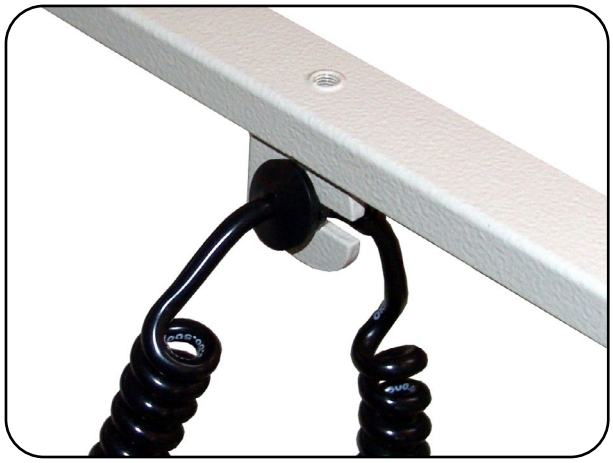

Abb. 6.2.02 - Zugentlastung in Halterung
2. Drücken Sie die Zugentlastung der Zuleitung in den Halter an der Kopfseite (Abb. 6.2.02).